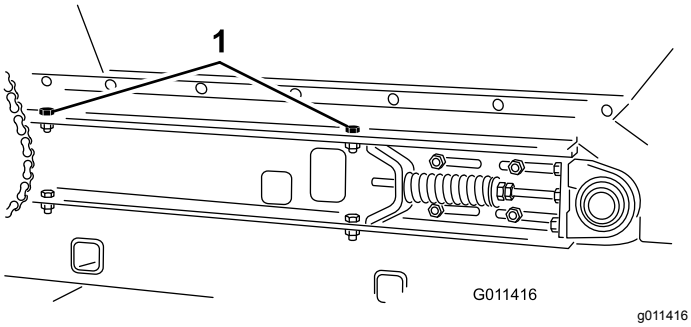

Figuur 32
4. Verwijder aan weerszijden van de machine de 2 inbusbouten, ringen en moeren waarmee de hopper bevestigd is aan de glijband (Figuur 32).